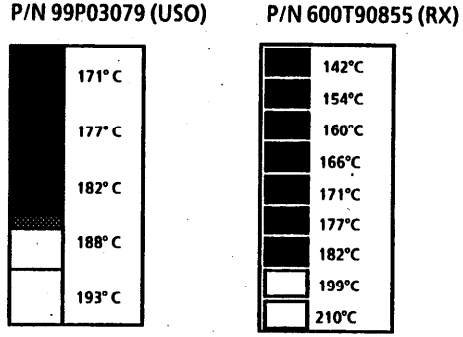

Рис. 4. Термочувствительная лента
11. Снимите прокладку очистки фьюзера и осмотрите термочувствительную ленту. На ленте (обоих типов) все участи до 182 градусов включительно должны быть полностью темными (Рис. 4).